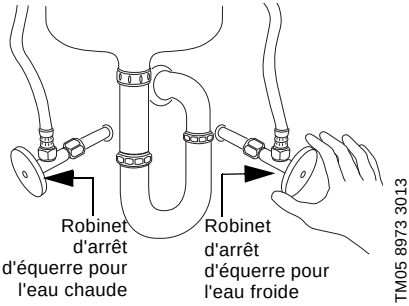

Fig. 3 Avant d'installer la soupape de dérivation, fermer les robinets d'arrêt d'équerre pour l'eau chaude et froide.
1. Fermer les robinets d'arrêt d'équerre pour l'eau chaude et froide sous l'évier ; voir fig. 3.